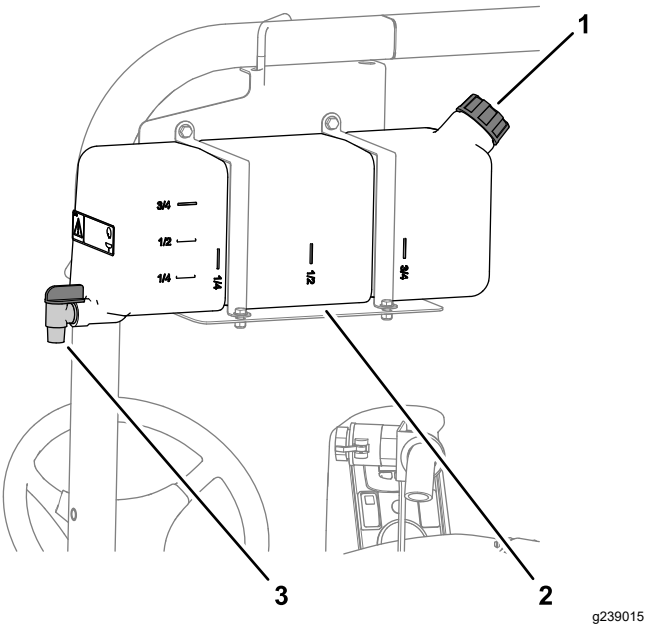

Figur 19
- Hvis du vil fylde tanken, skal du skrue dækslet øverst på tanken af, fylde tanken med ferskvand og sætte dækslet på igen (Figur 19).
- Ferskvandstankens taphane åbnes ved at dreje håndtaget på taphanen (Figur 19).